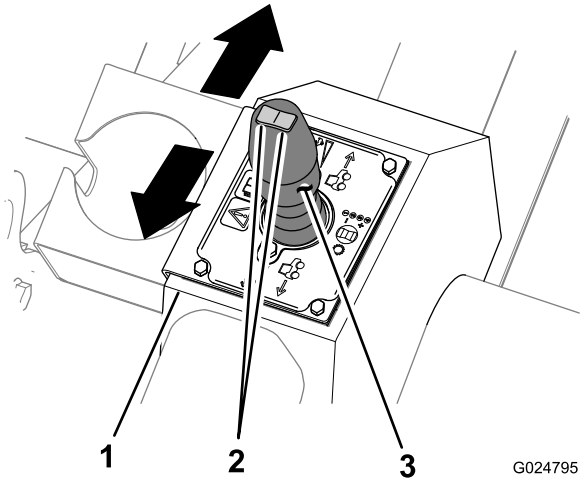

Figura 14
- Spostate il joystick di trazione veicolo in avanti per far procedere la macchina in avanti (Figura 14).
- Spostate il joystick di trazione indietro per far procedere la macchina all'indietro (Figura 14).
- Spostate il joystick di trazione al centro (folle) per arrestare la macchina (Figura 14).
L'interruttore di cambio delle marce si trova sopra il joystick di trazione veicolo (Figura 14) ed è utilizzato per selezionare la marcia.